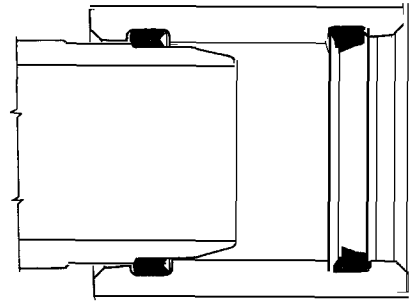

FIG. 18 – Enlarged view, with ring properly faced in groove
2. FACE THE RING IN THE RIGHT DIRECTION–see Fig. 18. Now smooth the ring into the groove, making certain it is *faced properly* and *completely seated,* all around.